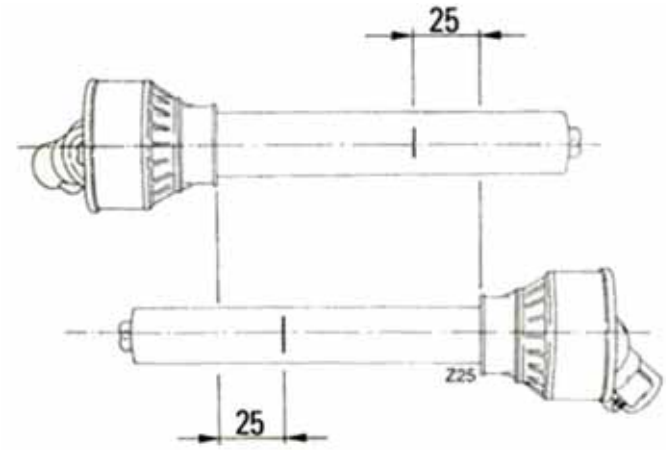

Abbildung 1
- Markieren Sie die Stelle, an der die beiden Hälften gekürzt werden müssen, mit einem Abstand von 25 mm vom Ende jeder Hälfte, wie in nachstehender Abbildung 1 dargestellt.